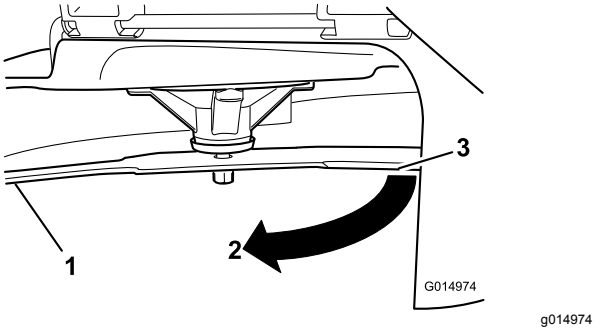

**Figur 54**
3. Målt afstand mellem skærekniven og overfladen (A)
4. Drej samme skærekniv 180 grader, så den modsatte skærekant nu befinder sig i samme position (Figur 54).